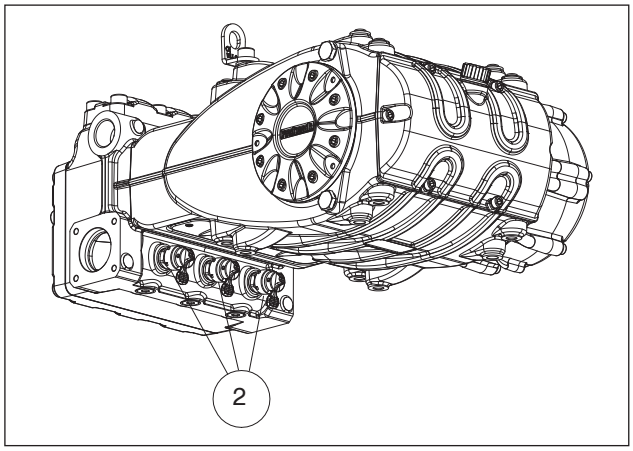

图 9
需要长时间存放或长时间不使用时，必须通过三个升阀装置(参阅位置)检查吸入阀和输出阀的良好运作(请参阅位置② 图 9)。 起动泵浦前，确保已经关闭了阀门。